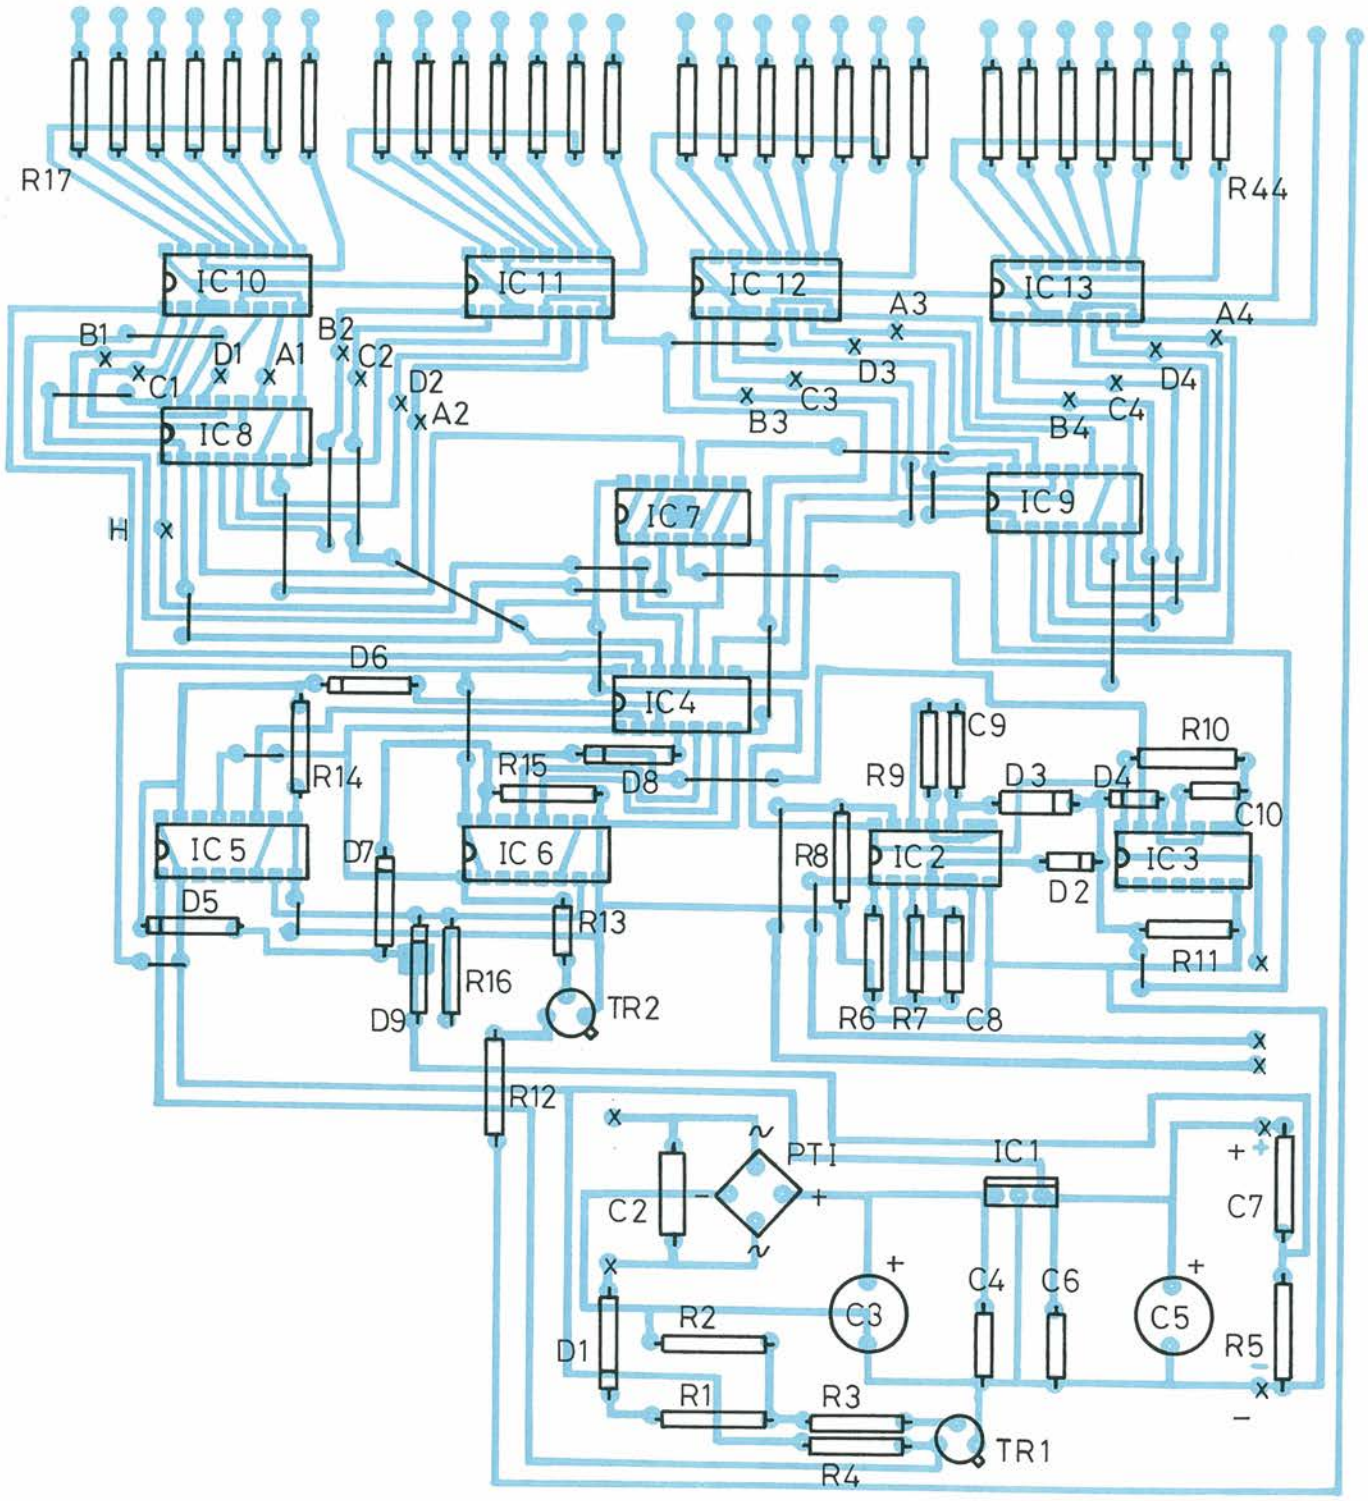

*Figura 8. Disposizione dei componenti sul modulo principale.*
**Foratura e disposizione dei componenti** (Figura 8)